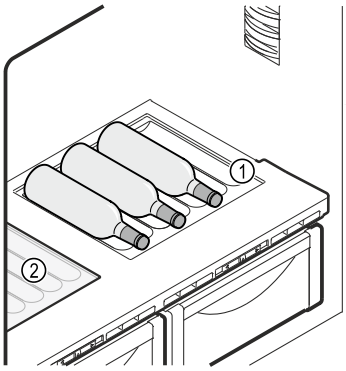

Fig. 57 Ilustrační zobrazení
▶ Skleněnou desku *Fig. 57 (2)* vložte pod variabilní přihrádku na láhve.